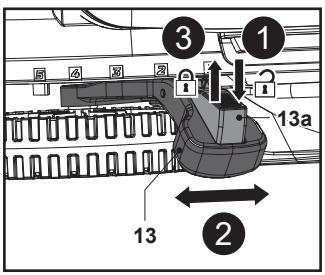

Fig. 9
1. Pulse el botón de bloqueo (13a) y manténgalo en esta posición (Fig. 9, paso 1).
2. Mueva la palanca (13) hacia adelante o hacia atrás para ajustar la altura de corte (Fig. 9, paso 2).
3. Suelte el botón de bloqueo (13a) y asegúrese de que la palanca (13) se acople adecuadamente en la ranura (Fig. 9, paso 3).